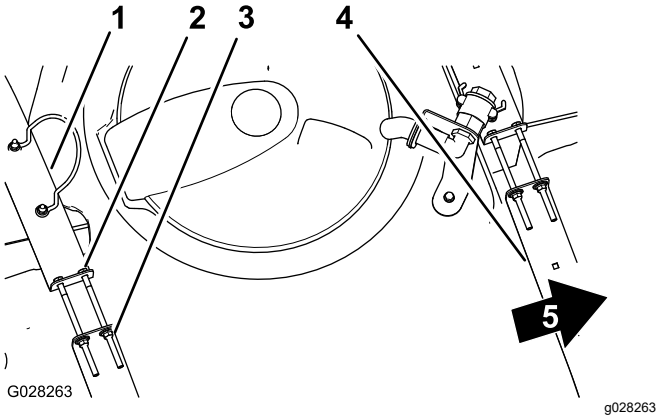

Rysunek 20
2. Sprawdź, czy zbiornik może się poruszać względem pasów zbiornika (Rysunek 20).
3. Jeżeli pasy zbiornika leżą luźno na zbiorniku, dokręć nakrętki zabezpieczające kołnierzowe i śruby u góry pasów, aż pasy będą ściśle przylegać do powierzchni zbiornika (Rysunek 20).